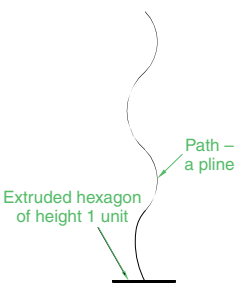

Fig. 18.6 Second example – **Extrude faces tool** – pline for path
2. Change to the **3D Navigate/Front** view and construct the curved pline as in Fig. 18.6.